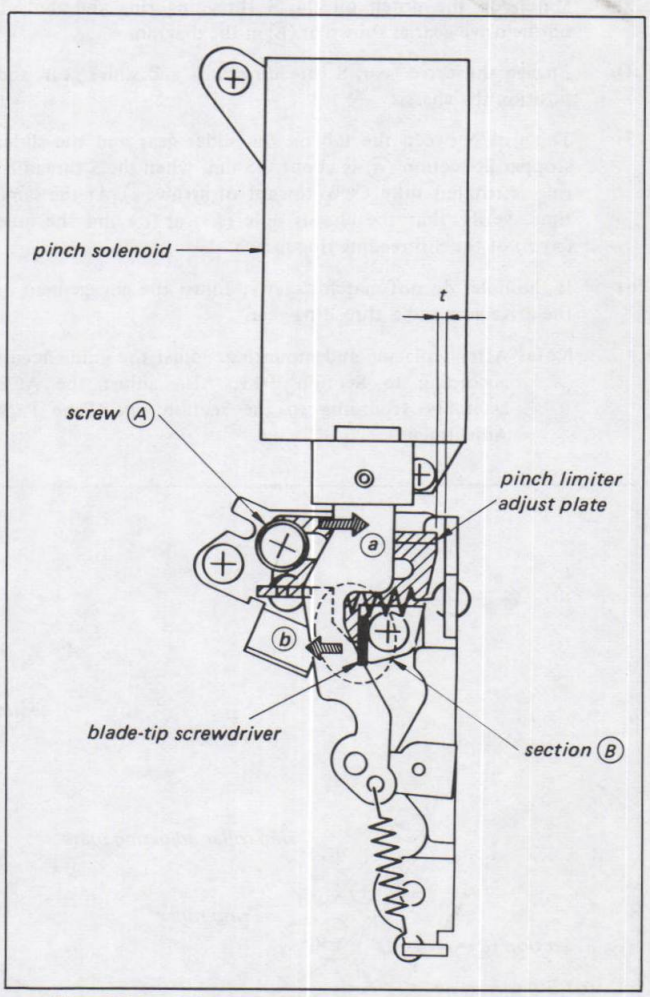

Fig. 3-28. Pinch press limiter clearance adjustment
2) Check that the clearance "t" of the pinch press limiter (Fig. 3-28) is 0.2 – 0.7 mm. If not, adjust as follows:
1) Loosen screw (A) in Fig. 3-28 with the pinch solenoid held in.
3) Push the pinch limiter adjust plate in the direction of arrow (b) as shown at section (B) using a blade-tip screwdriver, until the clearance "t" is 0.2 – 0.7 mm.
4) Tighten screw (A) and lock it.